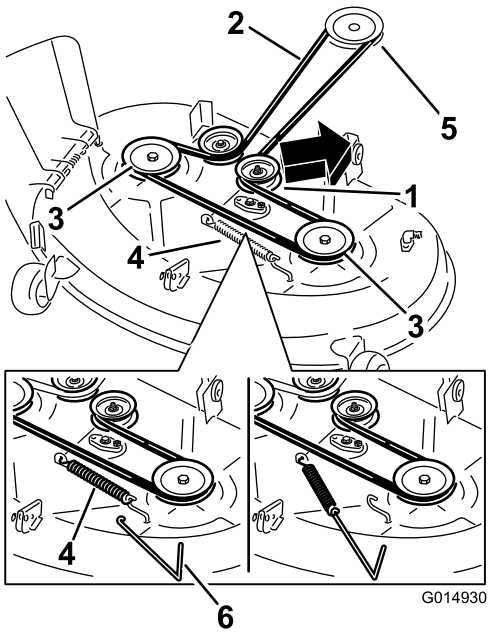
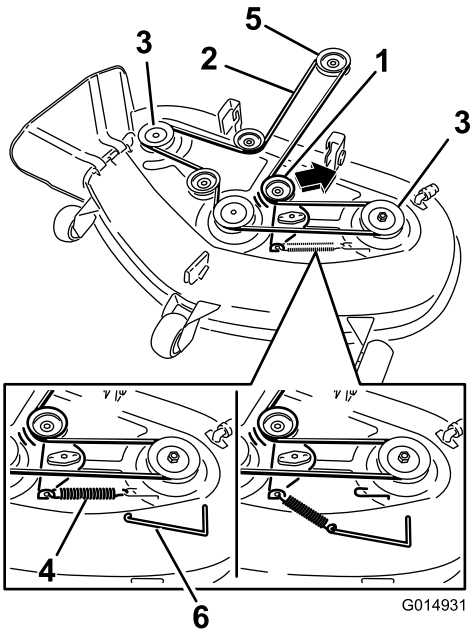

Figur 67
Figur 68
4. Använd ett fjäderborttagningsverktyg (Toro-artikelnr 92-5771) och ta bort mellanremskivfjädern från däckkroken för att minska spänningen på mellanremskivan och rulla av remmen från skivorna (Figur 67 och Figur 68).
5. Drag den nya remmen runt motorremskivan och klipparremsskivorna (Figur 68).
6. Använd ett fjäderborttagningsverktyg (Toro-artikelnr 92-5771) och montera mellanremskivfjädern på däckkroken för att öka mellanremskivans och klipparremmens spänning (Figur 67 och Figur 68).